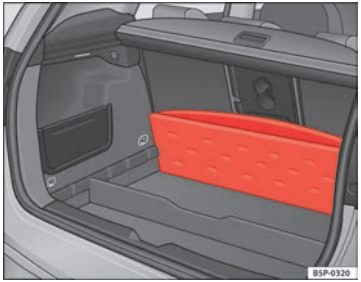

Fig. 107 Variable luggage compartment floor storage compartment
– Lift the luggage compartment floor and fold it back all the way ⇒ fig. 107.